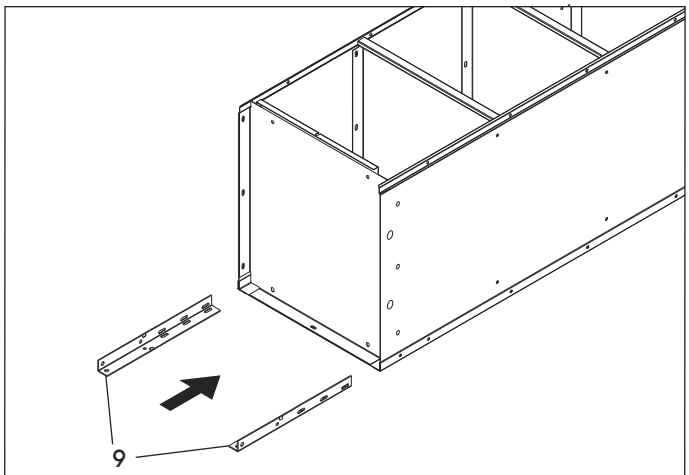

Figure 4
5. Insert rear legs (9) into the corner between the bottom and the side. Bolt the leg to the side and back using six bolts and nuts per leg. (See Figure 4)